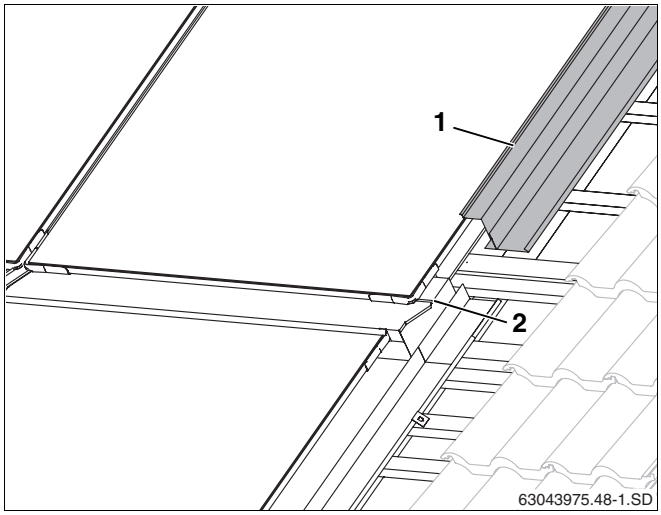

Abb. 54 Seitliches Abdeckblech, obere Reihe
- Obere seitliche Abdeckbleche (Abb. 54, **Pos. 1**) wie die unteren montieren (Kapitel 10.2 „Seitliche Abdeckbleche“).
- Schieben Sie die seitlichen Abdeckbleche über den Blechfalz der mittleren Abdeckbleche (Abb. 54, **Pos. 2**).